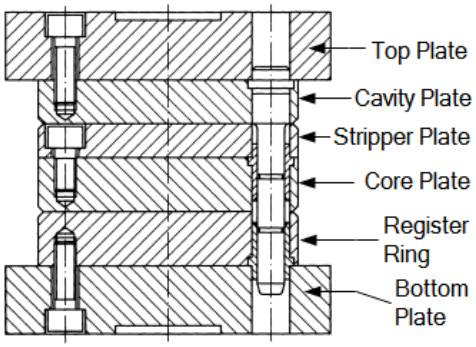

Figure 1-3 *The structure of stripper plate mold*
3. Stripper Plate Mold, refer to Figure 1-3